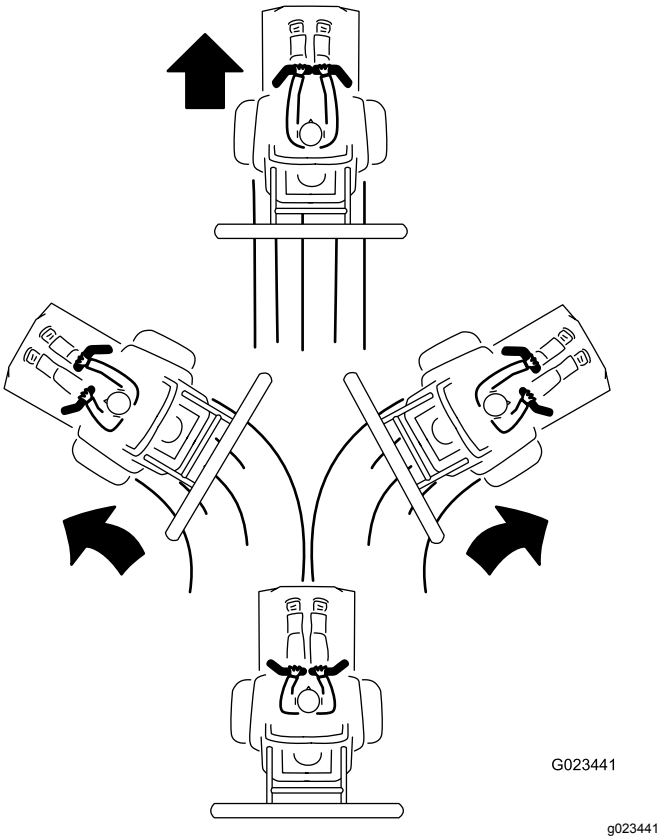

Рисунок 24
3. Для перемещения вперед медленно нажмите на рукоятки управления вперед (Рисунок 24).